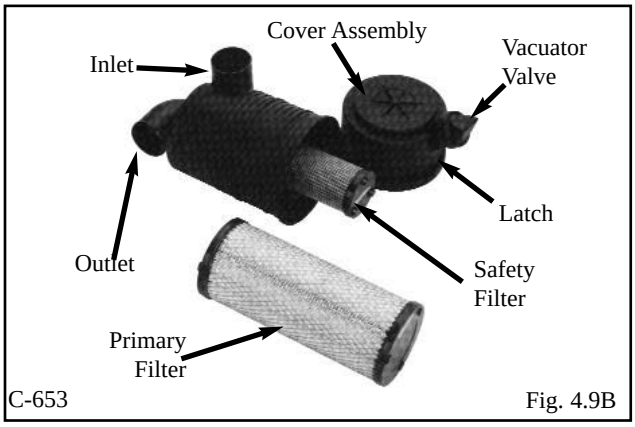

Fig. 4.9B
2. Servicing Cleaner Element (Fig. 4.9B)